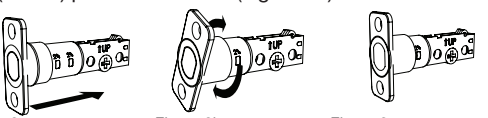

Figure 2a Figure 2b Figure 2c
a. Hold latch with numbers facing forward and thumb pressing on the bolt (Figure 2a).